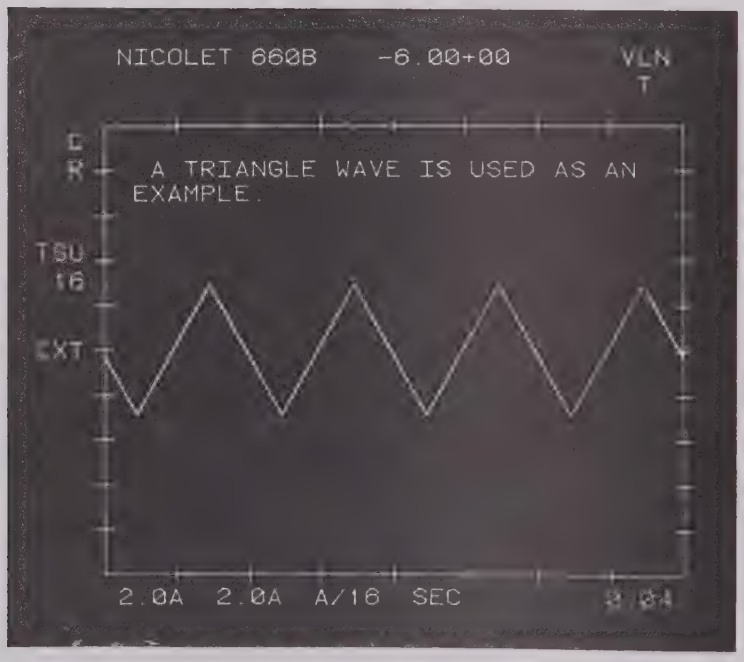

FIGURE C-2.
15. VIEW CHannel A : Refer to Figure C-2.